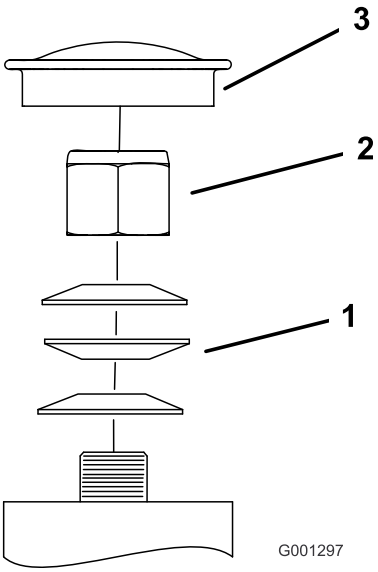

**Figur 59**
3. Fjern støvhætten fra styrehjulet, og spænd låsemøtrikken (Figur 59).
4. Spænd låsemøtrikken, indtil fjederskiverne er flade, og skru derefter 1/4 omgang ud for at indstille forspændingen på lejerne korrekt (Figur 59).
***Vigtigt:*** **Sørg for, at fjederskiverne monteres korrekt som vist i Figur 59.**
5. Monter støvdækslet (Figur 59).